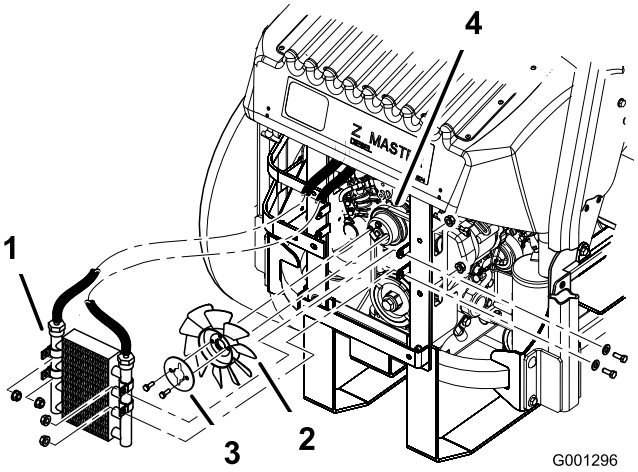

Figur 64
5. Ta bort de fyra bultar som håller fast oljekylaren och flytta kylaren åt sidan (Figur 64).
6. Ta bort de två bultar som håller fast fläkten och fläktplåten på maskinen (Figur 64).
10. Montera fläkten och fläktplåten på maskinen med hjälp av de två bultarna som togs bort tidigare (Figur 64).
11. Montera oljekylaren med de fyra bultarna som togs bort tidigare (Figur 64).